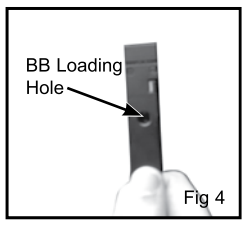

Fig 4
- Pull down the BB follower tab, and slide to the left to lock into place.(fig. 4)
- Insert up to 18 BBs into the BB loading hole of the magazine (Fig. 4).